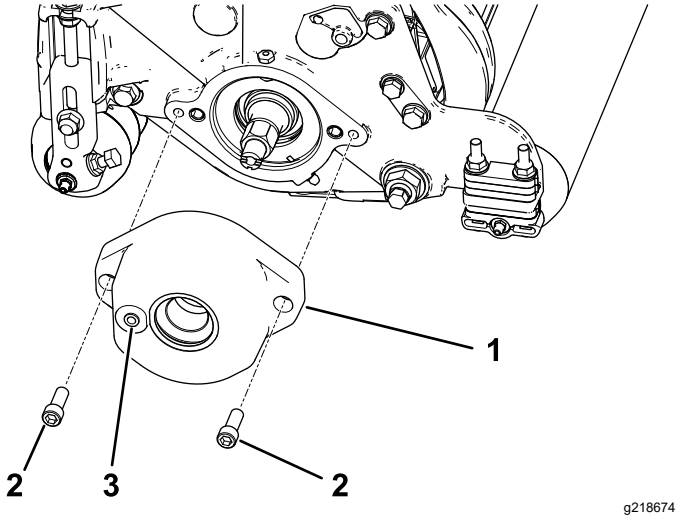

Rysunek 5
3. Zamontuj obudowę szczotki wałkowej do obudowy łożyska wrzeciona, używając 2 śrub z łbem gniazdowym sześciokątnym; patrz Rysunek 5.